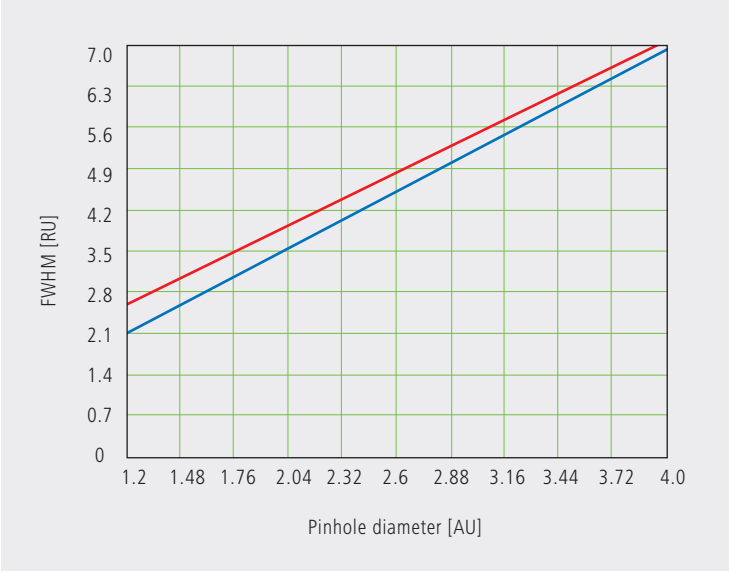

Fig.9 Optical slice thickness as a function of the pinhole diameter (red line). Parameters: NA = 0.6; n = 1; λ = 520 nm.
Likewise, in the case of geometric-optical confocality, there is a linear relationship between depth discrimination and pinhole diameter. As the pinhole diameter is constricted, depth discrimination improves (i.e. the optical slice thickness decreases). A graphical representation of equation (4) is illustrated in figure 9. The graph shows the geometric-optical term alone (blue line) and the curve resulting from eq. 4 (red line). The difference between the two curves is a consequence of the waveoptical term.